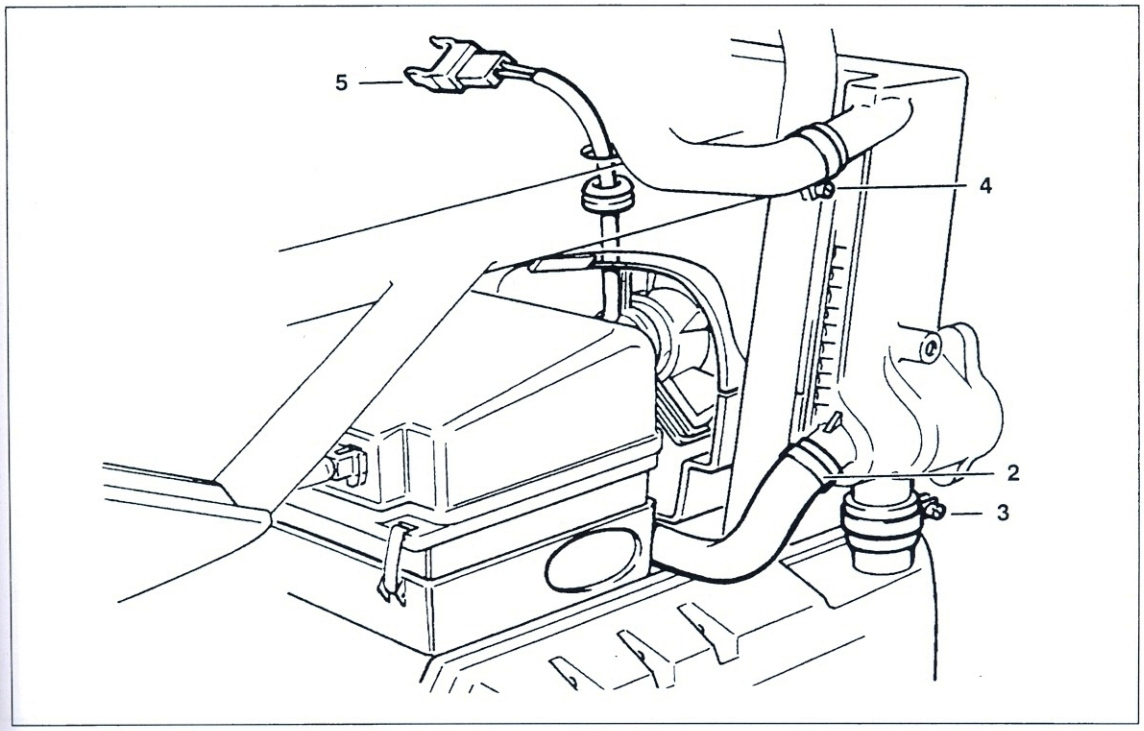
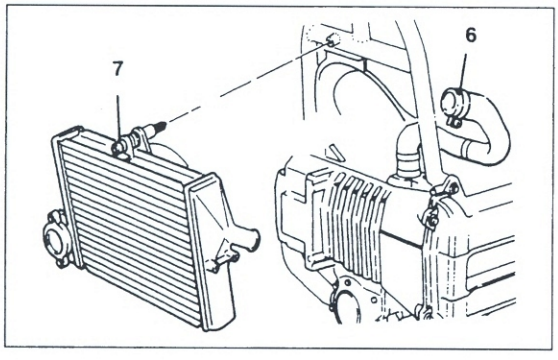
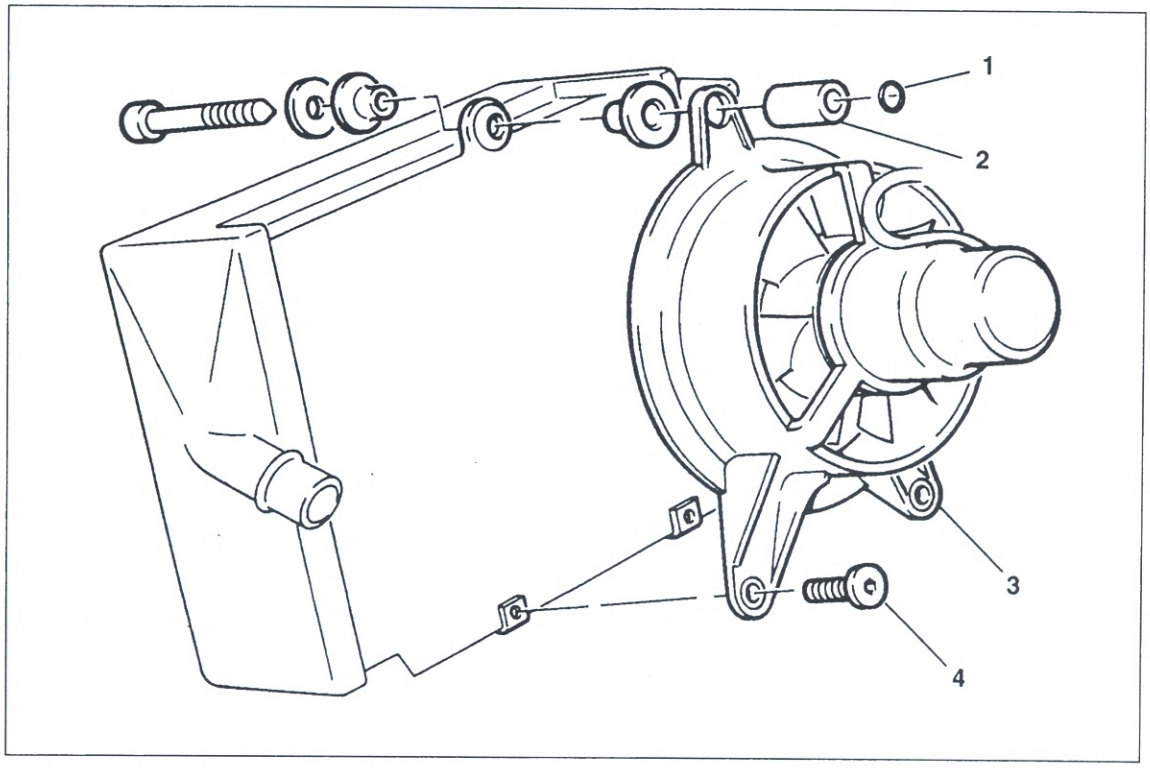

Bild 87
Bild 88
Bild 89
● **Kühler** ausbauen: Luftleitung abnehmen (Bild 12 Seite 12) und Schläuche Bild 87 lösen. Lüftermotor-Stecker ⑤ Bild 87 trennen und Schlauch ⑥ Bild 88 abnehmen.
● Befestigungsschraube ⑦ Bild 88 ausdrehen und Kühler vom Rahmen abnehmen. Gegebenenfalls Lüftermotor vom Kühler abnehmen (Bild 89).
- Kühler mit Lüftermotor (Bild 89) in umgekehrter Reihenfolge des Ausbaus montieren.